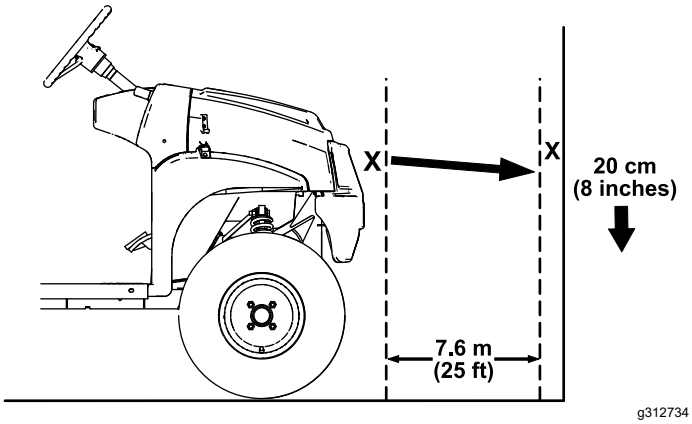

Figura 52
1. Estacione a máquina numa superfície nivelada com os faróis a cerca de 7,6 m de uma parede (Figura 52).
A parte mais brilhante do feixe do farol deve estar 20 cm abaixo da marca colocada na parede (Figura 52).